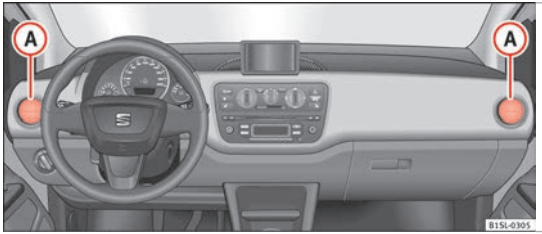

Fig. 141 Dash panel: Air vents
Never close the air vents ››› Fig. 141 (A) completely to ensure heating, cooling and ventilation inside the vehicle.